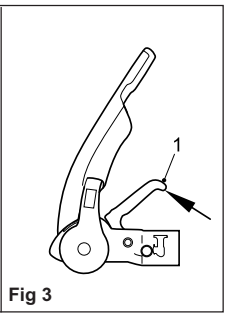

Fig 3
- Pull the coupling handle (Fig. 3/Item 1) up in the direction of arrow. The coupling mechanism has an open position ie. as long as the AKS 3004 is not placed on the ball, the handle will remain open. Put the opened coupling onto the clean towball. The handle must now make an audible click and return to the flat position.